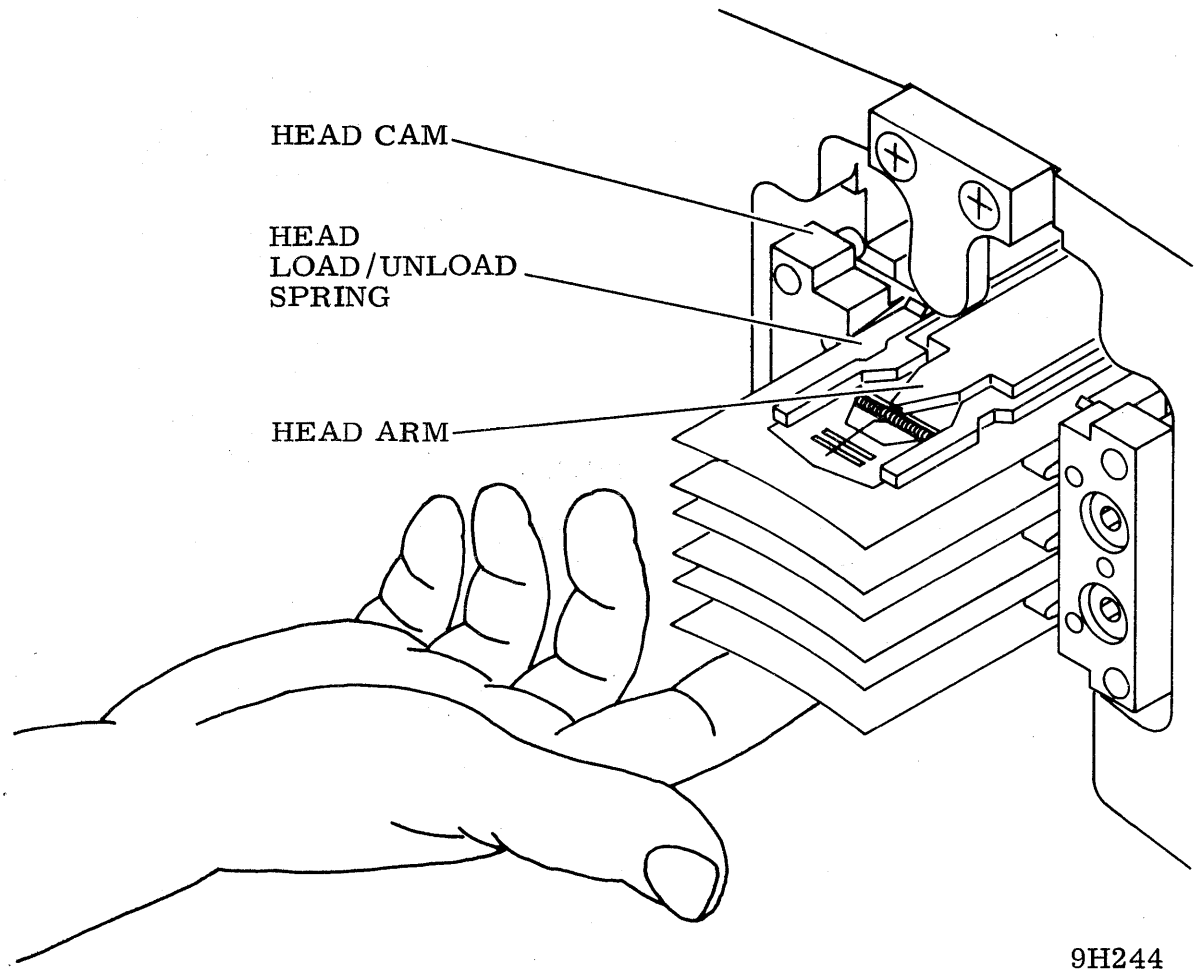

Figure 2-6. Positioning Head Arm Assemblies
5. Place index finger on the bottom surface of head arm assembly, as shown in figure 2-6. Avoid touching rear surface of head pad. Push up and pull the head arm assemblies toward the spindle to the point just before the head arms slide off the head cam. If the head arm assemblies are extended beyond this point, follow the directions in step 10 to move them to the retracted position; then repeat this step.